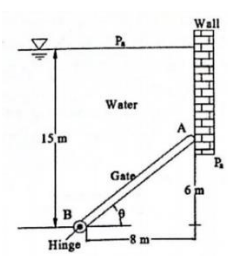

Fig.1
b. The gate in **Fig. 1** is $5\ \mathrm{m}$ wide, is hinged at point **B**, and rests against a smooth wall at point **A**. Compute, i. the force on the gate due to the water pressure ii. the horizontal force P exerted by the wall at point A iii. the reactions at hinge B. (Marks 14)